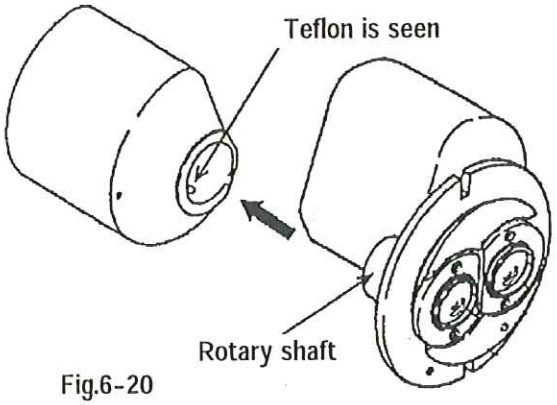

Fig.6-20
(6) Draw out the prism box.
(7) Remove Teflon. Do not lose it. (See Figs.6-20 and 6-21.)